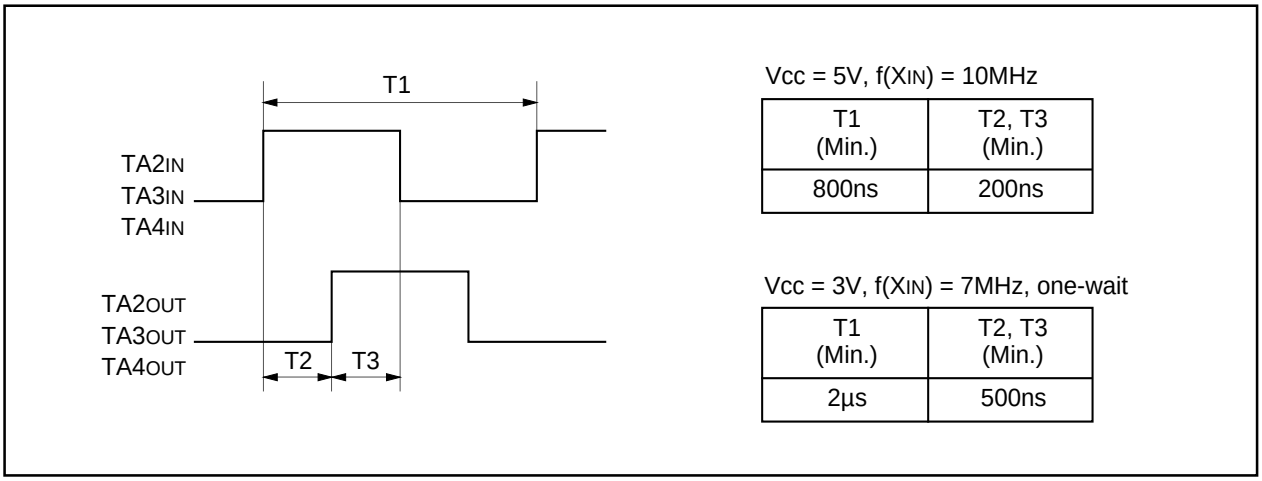

Figure 2.2.30. Standard of 2-phase pulses
(3) Please note the standards for the differences between the 2 pulses used in the 2-phase pulse signals input signals to the TA0IN pin and TA0OUT pin as shown in Figure 2.2.30.
(4) When free run type is selected, if count is stopped, set a value in the timer A0 register again.